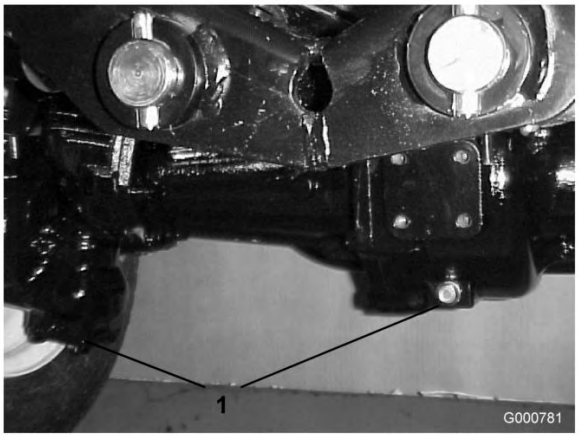

Figura 71
2. Limpe a zona em redor dos (3) tampões de escoamento, (1) em cada extremidade e (1) no centro (Figura 71).